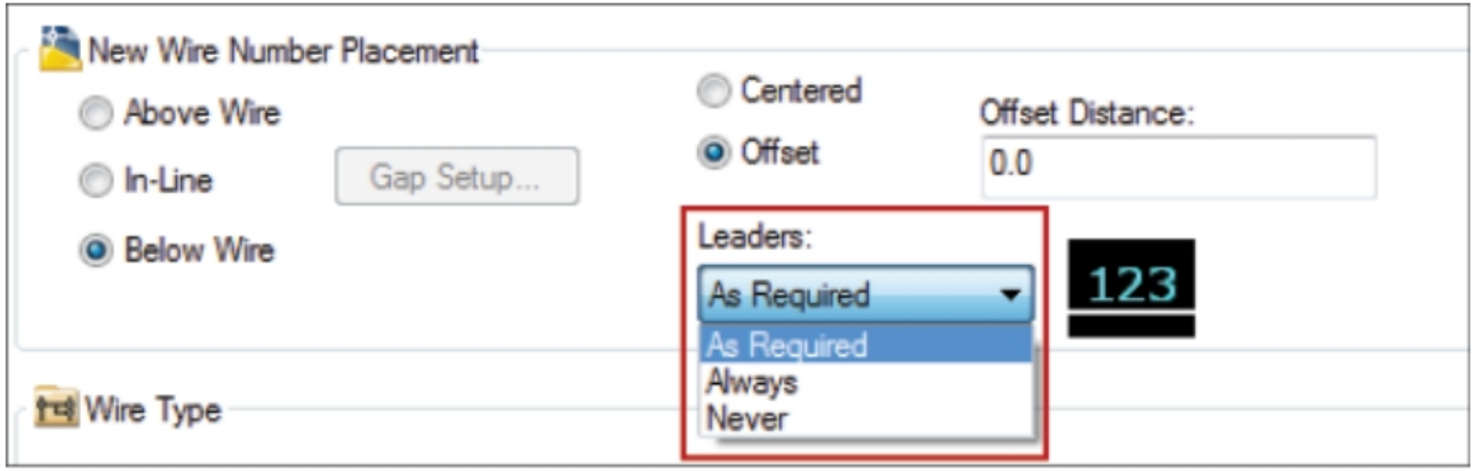

Figure-20. Leaders drop-down
- Click on the **Below wire** radio button to place the wire numbering below the wire. On selecting this radio button, the options related to leaders will become active. Select desired option from the **Leaders** drop-down to specify the type of leader to be used while placing the wire number below the wire; refer to Figure-20.